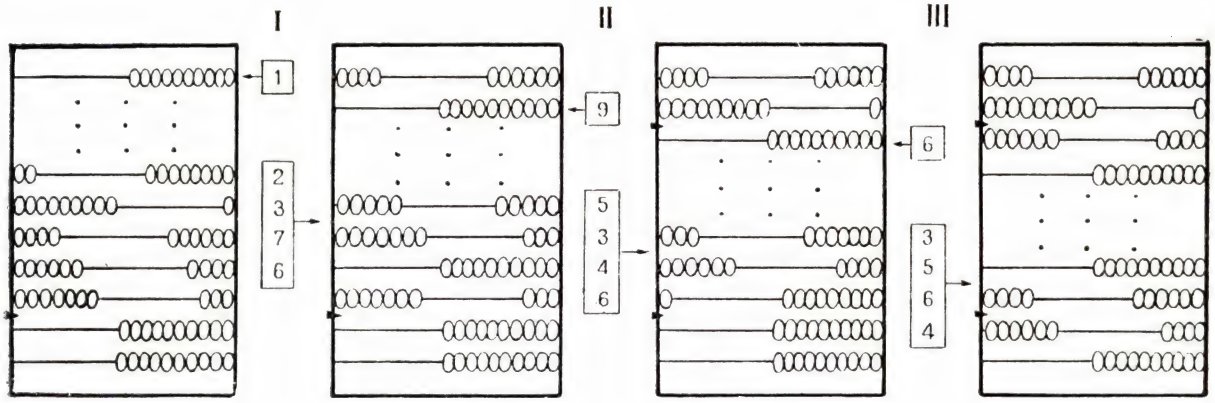

Рис. 8. Деление на счетах.
При делении же на счетах (29 467:594) надо делимое отложить на нижних проволоках (или чуть выше) и найти ближайшее меньшее к числу 2946 (это будет $2376 = 594 \times 4$). Вычитая это число из 2946, надо одновременно отложить (рис. 8) на верхней проволоке первую цифру частного (4). Затем ищется ближайшее меньшее к 5707 (это будет $5346 = 594 \times 9$); отложив на 2-й сверху проволоке вторую цифру частного (9), надо 5346 вычесть из 5707, и т. д.
На рис. 8 делимое взято с двумя десятичными знаками (ниже подвижной запятой — разряды десятых и сотых долей), а в частном (наверху) подвижная запятая отделяет целую часть частного от дробной.